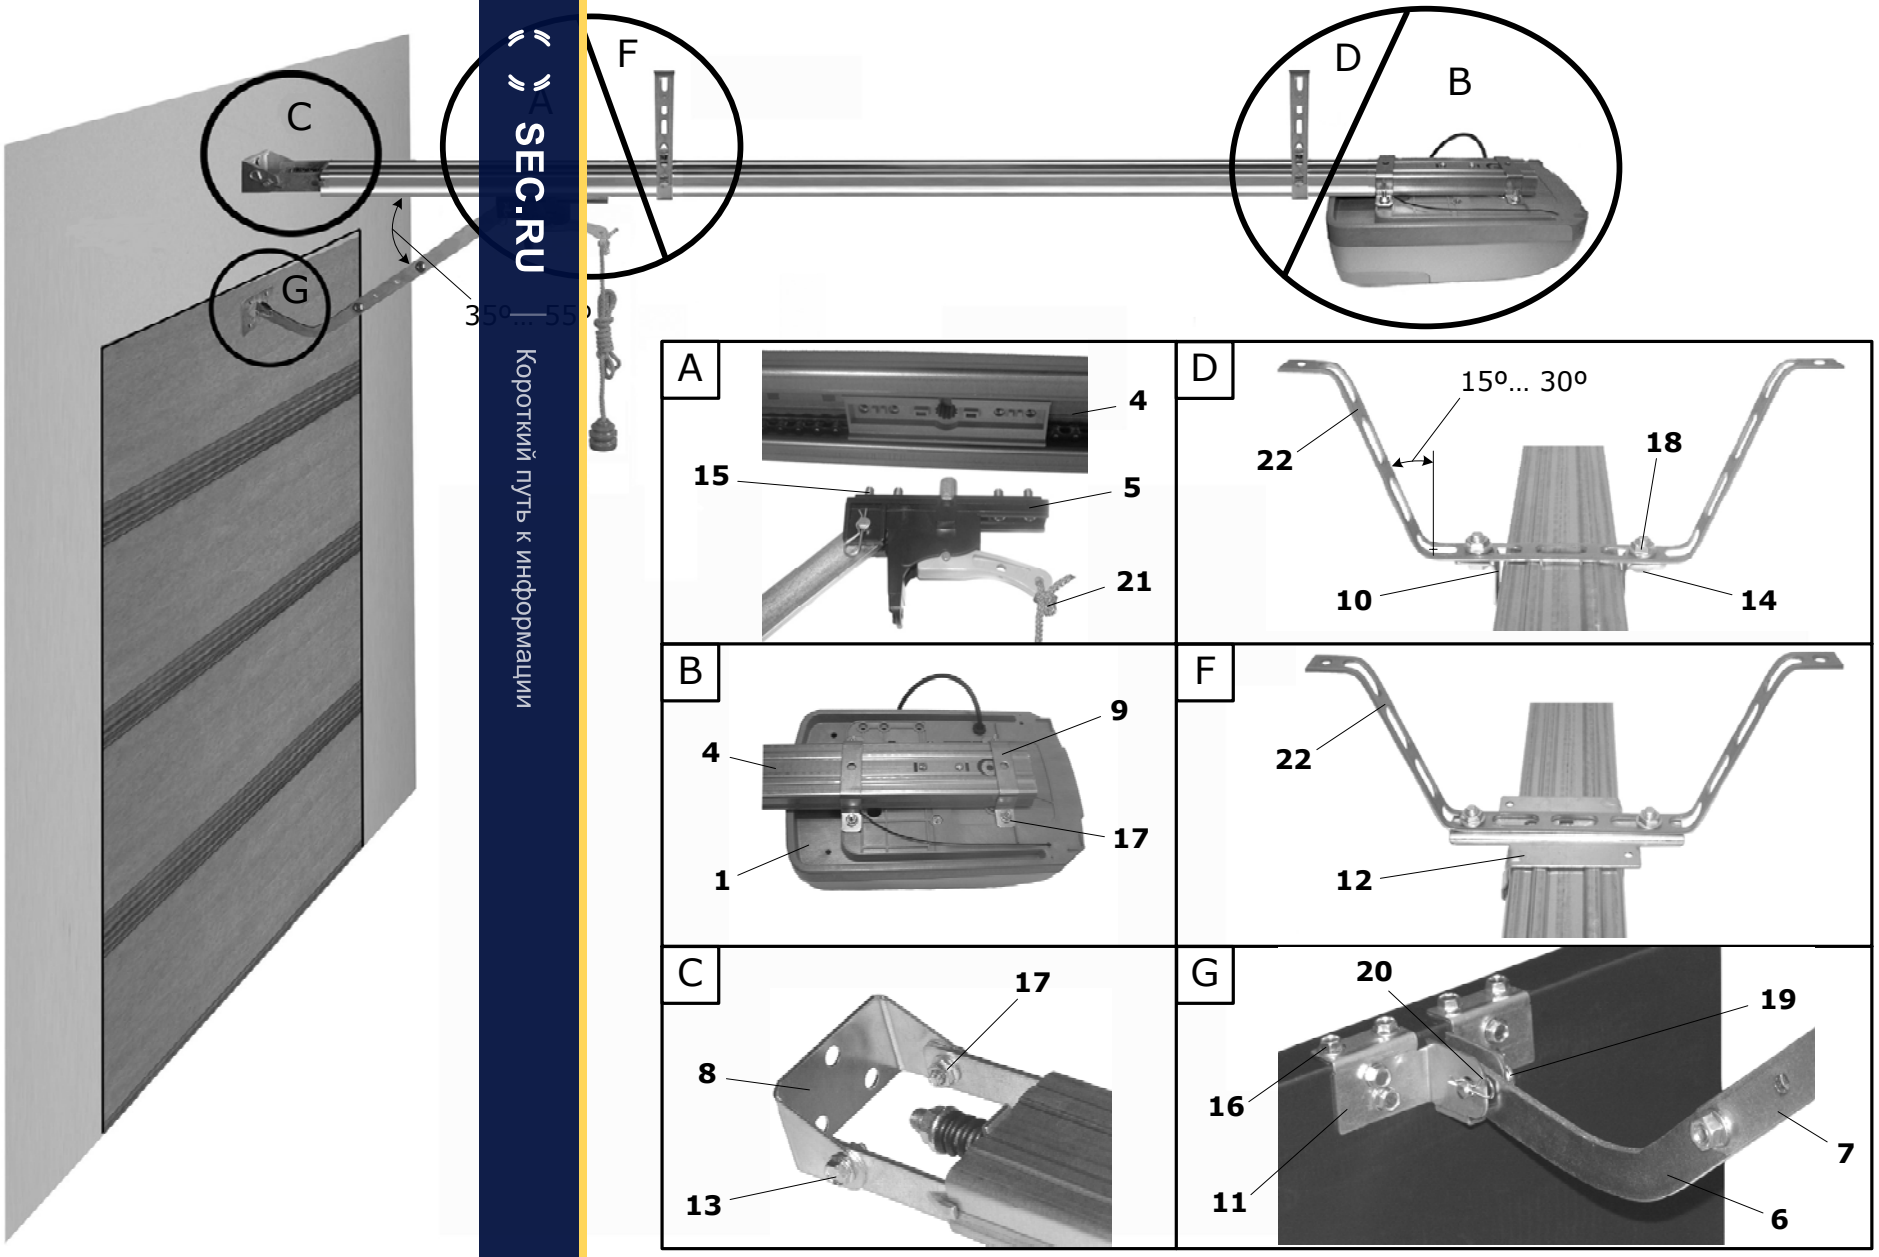

Рис. 2. Монтаж комплекта
Рейка поставляется в подсобранном состоянии. Для окончательной ее сборки (вид А, Рис. 2) выполните следующее:
Для присоединения привода к рейке (вид B, Рис. 2) выполните следующее:
При креплении рейки к стене над воротами (вид C, Рис. 2) выполните следующее:
- Закрепите U-образный кронштейн крепления рейки 10 (вид D, Рис. 2) и изогнутую полосу крепления 22 на рейку вблизи привода с помощью двух болтов 14 и двух гаек 18.
При расстоянии от рейки до потолка 5…130мм используется одна полоса крепления, изогнутая “П – образно” (Рис. 2).
- Установите кронштейн крепления рейки 12 (вид F, Рис. 2) и изогнутую, в соответствии с выше описанным пунктом, полосу крепления 22 на рейку в месте, обеспечивающем наибольшую жесткость рейки (например, на расстоянии 1/3 длины рейки от проема ворот). Соедините кронштейн крепления рейки и полосу крепления с помощью двух болтов 14 и двух гаек 18.
Для соединения каретки рейки с полотном ворот (вид G, Рис. 2) выполните следующее: